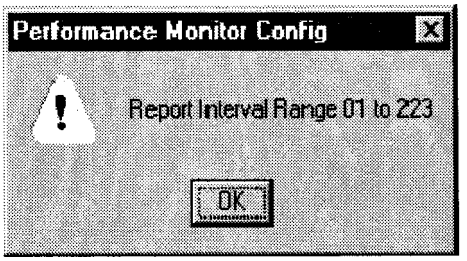

FIGURE 4-67. DP PERFORMANCE REPORT INTERVAL OUT OF RANGE WINDOW
(3) DP Performance Report Interval Out of Range (Figure 4-67).